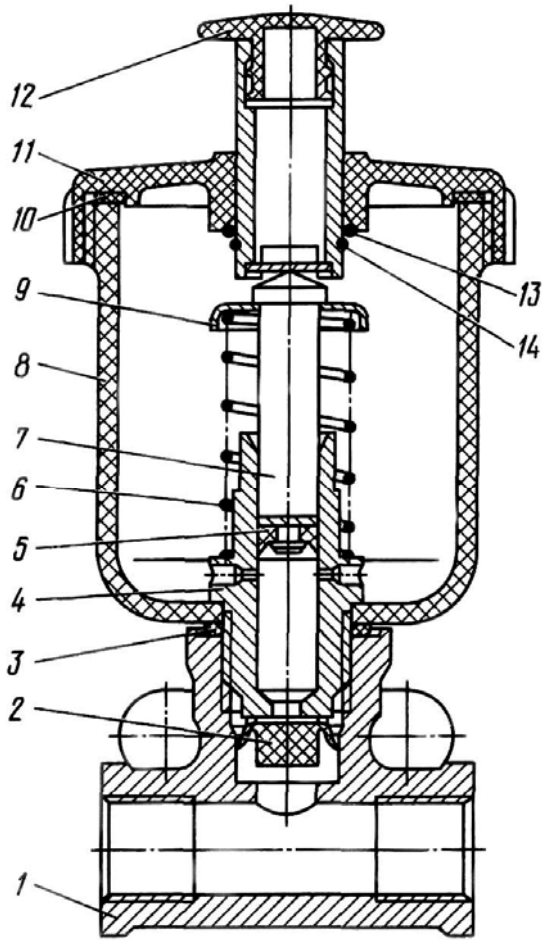
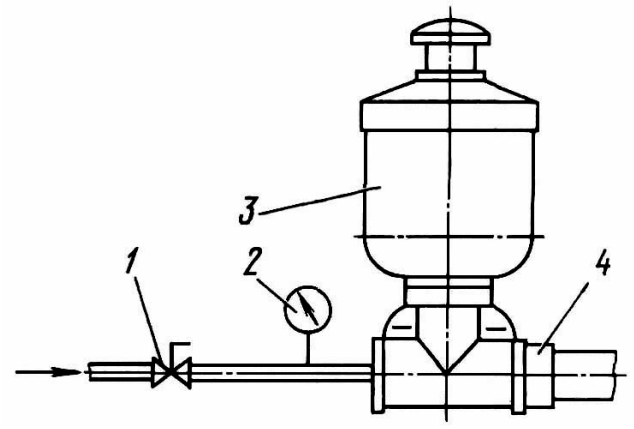

Рис. 79. Противозамерзатель:
Рис. 80. Схема испытания противозамерзателя:
1. Отвернуть крышку 11 (рис.79) и снять ее в сборе с толкателем.
Проверить работу противозамерзателя на стенде, подсоединив его так, как показано на рис.80. При этом кран 1 должен быть закрыт, подвижный запор 4 отведен.
Установить пружину 6 (см. рис.79), шайбу 9, шток 7 и крышку 11 в сборе с толкателем. Нажатием на кнопку 12, переместить толкатель 4 - 5 раз. Закрыть кран 1 (см. рис.80), отвести подвижный запор 4, при этом в канале корпуса должно быть наличие жидкости.
После испытаний снять крышку 11 (см. рис.79) в сборе с толкателем и шток 7, слить жидкость, удалить с деталей следы жидкости и эмульсии, установить снятые детали.